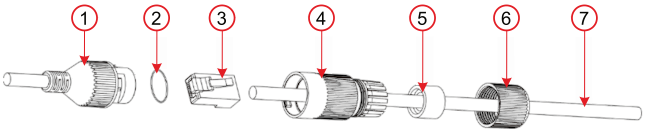

***Fig. 4**: Come ripiegare il coperchio impermeabile del connettore LAN*
3. Praticare i fori nella posizione selezionata con una punta da trapano da Ø 6 mm e fissare con i tasselli contenuti nella confezione. Aprire la base di montaggio rimuovendo le viti. A seconda del metodo di passaggio del cavo selezionato – centrale o laterale (7) – preparare un foro per il passaggio dei cavi. In caso di installazione laterale, utilizzare il passacavo (3, 4, 5) per il foro selezionato (il passacavo è incluso nella confezione) e utilizzare il tappo di chiusura (6) per quello non utilizzato.
4. Fare passare il cavo LAN attraverso il retro della presa. Avvitare il retro della presa nel punto prescelto sulla parete con le tre viti fornite nella confezione e crimpare il connettore RJ-45 con una pinza crimpatrice (vedere Fig. 4).
5. Collegare il connettore RJ-45 al connettore LAN. Fissare il collegamento con il coperchio impermeabile (5) e il tappo a baionetta (3), avvitandoli saldamente. Se il router o lo switch utilizzato non supporta il PoE (Power over Ethernet), collegare il connettore di alimentazione della telecamera a un alimentatore esterno da 12 V CC (min. 0,5 A).